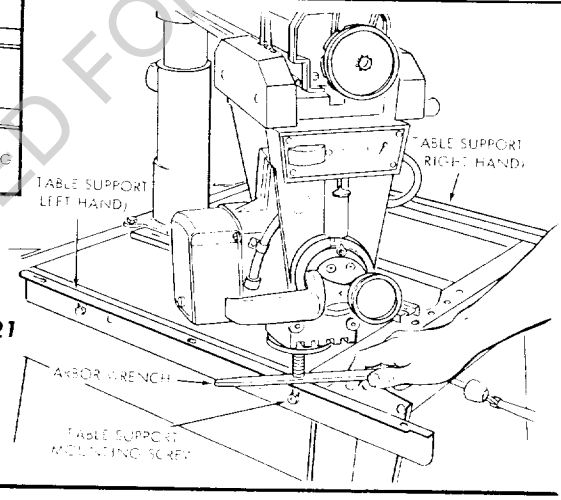

Figure 21
j. Move the motor to the forward end of the left-hand table support, over the front mounting screw (figure 21), and adjust the forward position up or down as required.